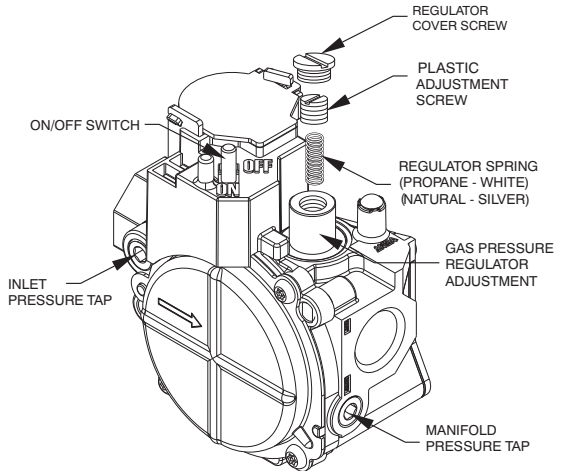

**Fig. 13 - Single-Stage Gas Valve**
1. Remove regulator cover screw over plastic adjustment screw on gas valve (See Fig. 13).
2. Turn plastic adjustment screw clockwise to increase gas input, or turn plastic adjustment screw counterclockwise to decrease input (See Fig. 13). Manifold pressure must be between 3.2 and 3.8 IN. WC.
3. Replace regulator cover screw on gas valve (See Fig. 13).